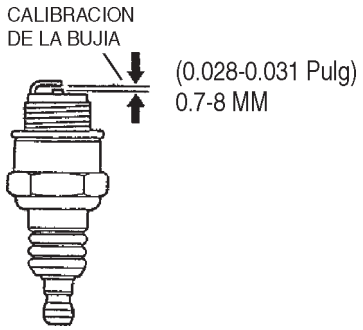

Figura 16. Calibracion de la bujia
1. Retire y limpie la bujía (Figura 16).